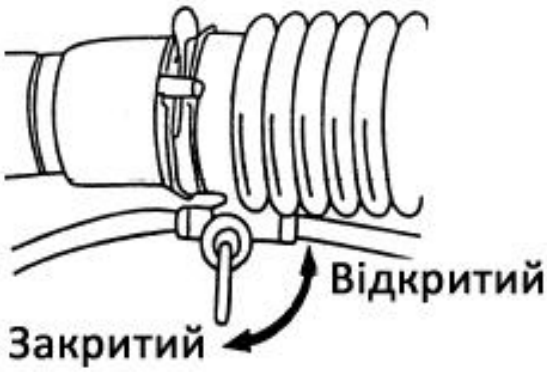

Рис. 8
1) Під час додавання хімічних речовин для розприскування, кран подачі повинен бути в закритому положенні, див. Рис. 8. Під час додавання суміші для розпилення заслінка розпилення повинна бути закрита, а важіль палива повинен знаходитись в найнижчому положенні, інакше відбудеться висипання хімікатів з машини.